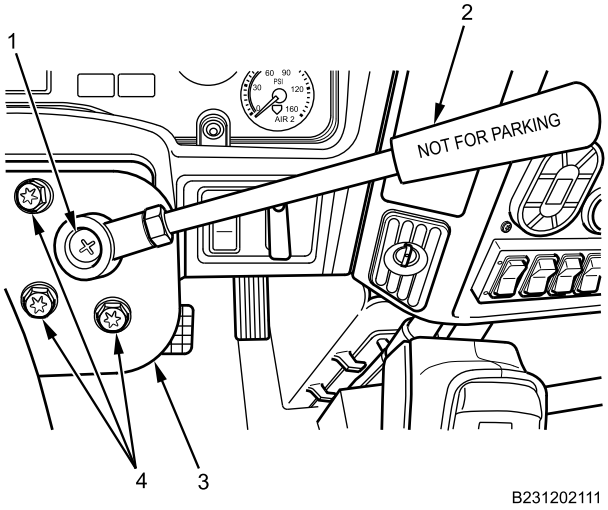

Figure 4. Trailer Brake Control Valve.
4. Remove screw (Figure 4, Item 1) securing trailer brake control valve handle (Figure 4, Item 2).
5. Remove three trailer brake control valve retaining screws (Figure 4, Item 4) and air brake control valve (Figure 4, Item 3).